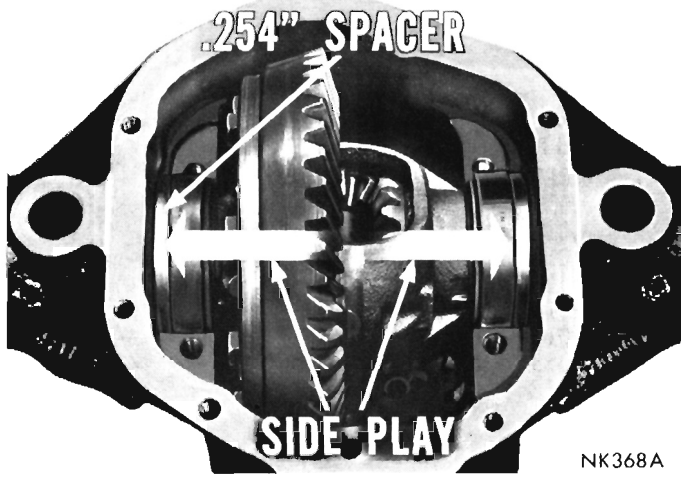

Fig. 22—Temporarily Install Thinnest Spacer
(1) With drive pinion and bearings installed and bearing preload set, install differential case and ring gear assembly, and cups. Insert a .254 inch preload adjusting spacer on ring gear side (Fig. 22) of axle housing. Do not install bearing caps.
(2) Install a preload spacer on right side of housing